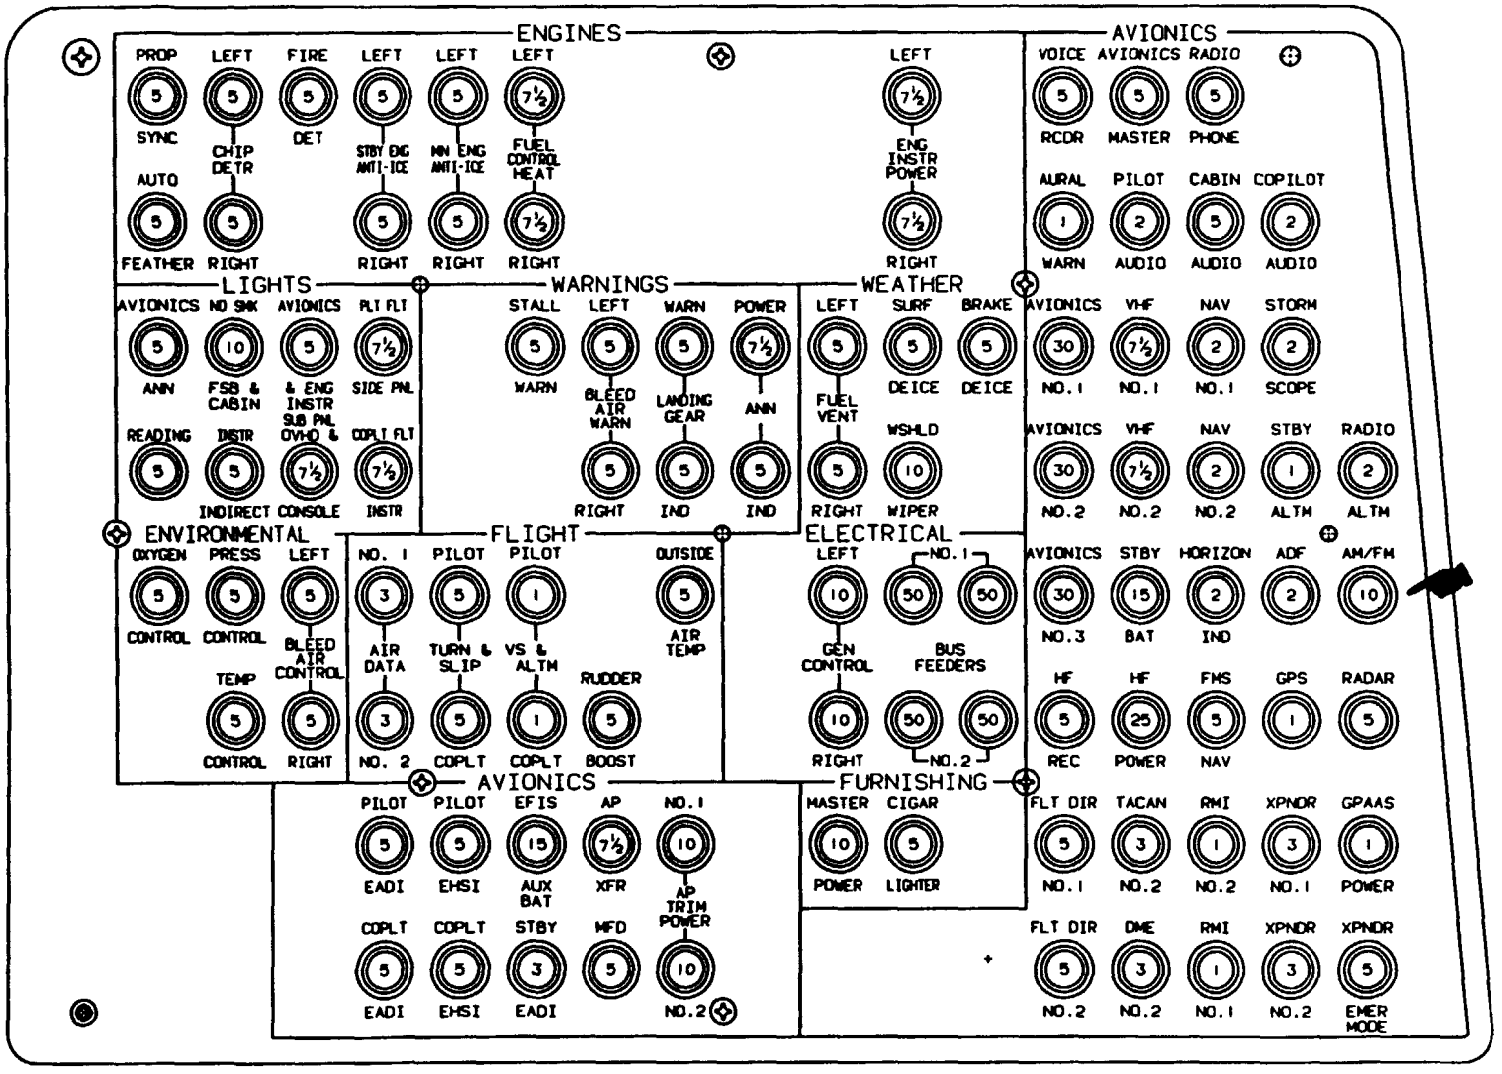

Figure 2-7. Right Sidewall Circuit Breaker Panel
b. Landing Gear *Down Position Indicator* Lights. Visual indication of landing gear position is provided by three individual green **GEAR DOWN** position indicator lights located on the pilot's subpanel. Testing of the indicator lights is accomplished by pressing the annunciator test switch. The circuit is protected by a 5-ampere circuit breaker, placarded **LANDING GEAR IND,** on the right sidewall circuit breaker panel (fig. 2-7).
c. Landing Gear Position Warning Lights, Two parallel-wired red indicator lights, located in the LDG **GEAR CONTROL** switch handle, illuminate to show that the gear is in transit or unlocked. The red indicator lights in the handle also illuminate when the landing gear warning horn is actuated. Both red indicator lights indicate the same warning conditions, but two are provided for a fail-safe indication in case one bulb burns out. The circuit is protected by a 5-ampere circuit breaker, placarded **LANDING GEAR IND,** on the right sidewall circuit breaker panel (fig. 2-7).
d. Landing Gear Warning Indicator tight Test Switch. A test switch, placarded **HDL LT TEST,** is located on the pilot's subpanel (fig. 2-6). When this test switch is pressed, failure of the landing gear handle to illuminate red indicates two defective bulbs or a circuit fault. The circuit is protected by a 5-ampere circuit breaker, placarded **LANDING GEAR WARN,** on the right sidewall circuit breaker panel (fig. 2-7).